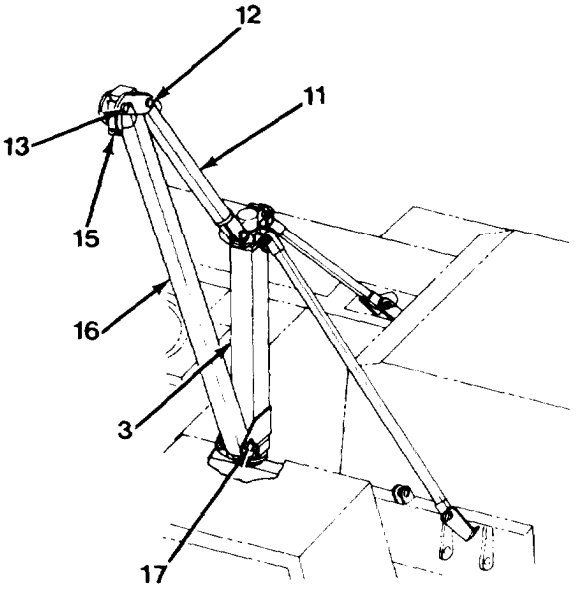

Figure 5-12. *Assembling the Mast*
5. Install lift arm (16, Figure 5-12) as follows:
c. Remove lift arm (16) and pins (17) and (18) from storage brackets. Place pin (18) in tool box for future use.
d. With sheave bracket (15) down, connect lift arm (16) to base of mast (3) with pin (17, Figure 5-12).